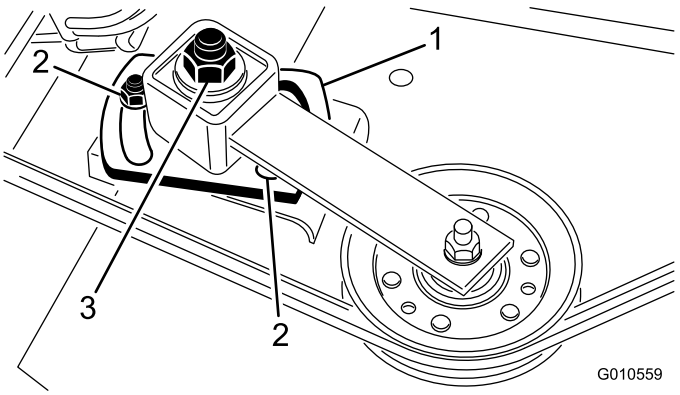

Figur 30
5. Brug en topnøgle og en momentnøgle til at stramme styreremskivens justermøtrik til 47-54 Nm (Figur 30).